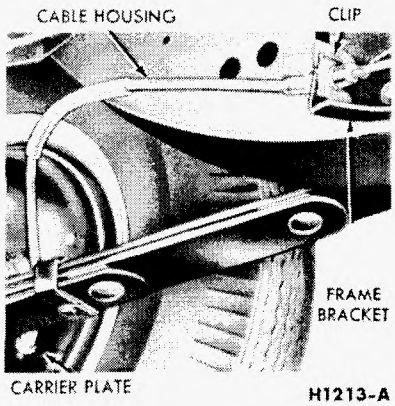

FIG. 46—Rear Wheel Cable Connections
2. Remove the horseshoe-type clip that retains the cable housing to the frame bracket and pull the cable and housing out of the bracket (Fig. 46).